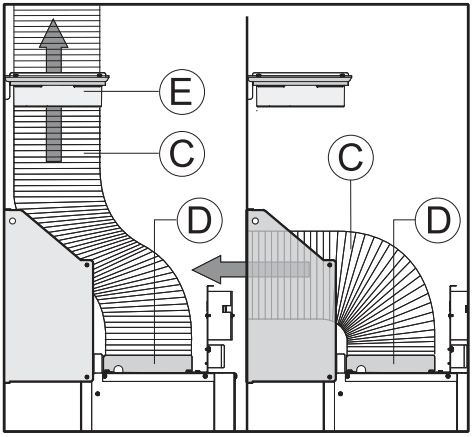
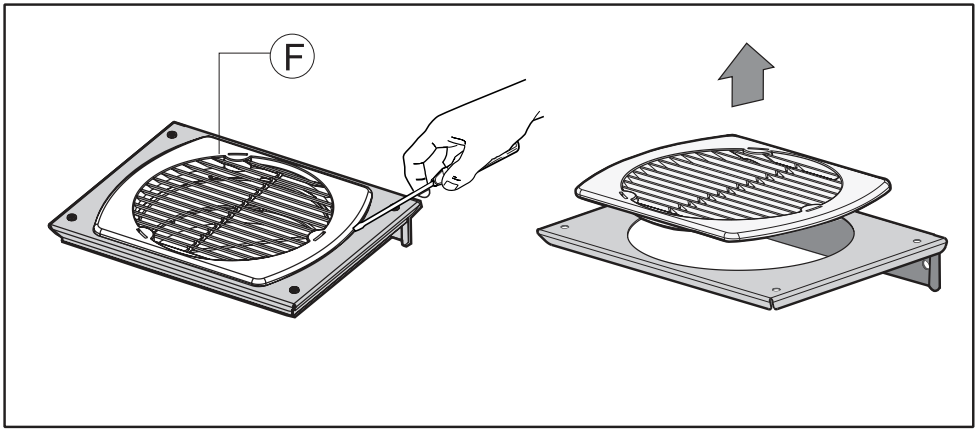

Fig.8
Fig.9
- Remove the grille F **(Fig. 9)** only if the air exhaust tube must be passed through the inside of the air outlet bracket E **(Fig. 8)**.